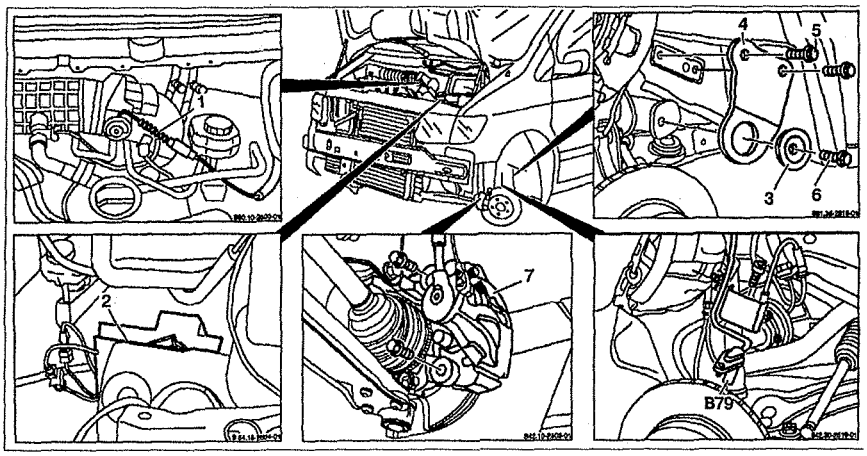

Рис. 3.1. Снятие двигателя:
12. Отсоедините трос акселератора **1** от корпуса дроссельной заслонки (см.рис.3.1).